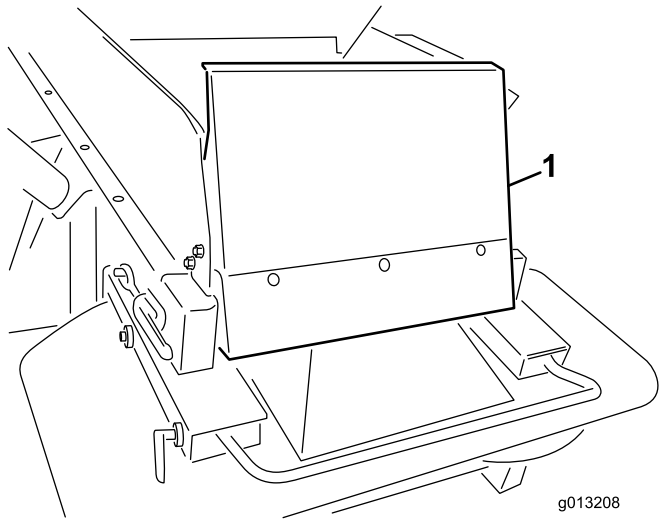

Figura 7
6. Instale a protecção da tremonha utilizando os parafusos de cabeça 1/4 x 5/8 pol. e porcas de bloqueio de nylon fornecidos (Figura 7).